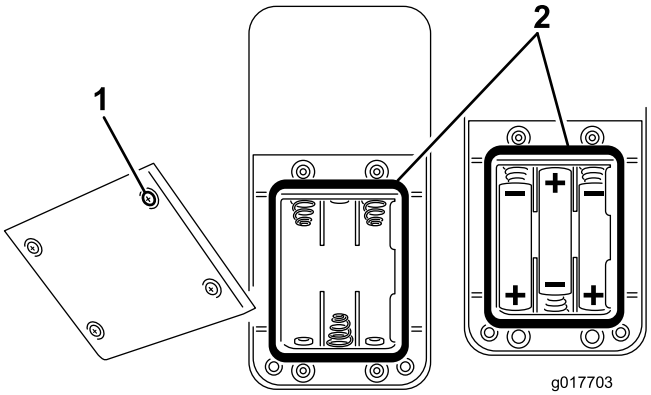

Figur 32
2. Lägg i tre nya AAA-batterier om batterifacket är tomt. Se till att vända batterierna åt det håll som visas i Figur 32.
3. Om du ska byta ut uttjänta batterier tar du först bort de gamla och lägger sedan i tre nya AAA-batterier. Se till att vända batterierna åt det håll som visas i Figur 32.